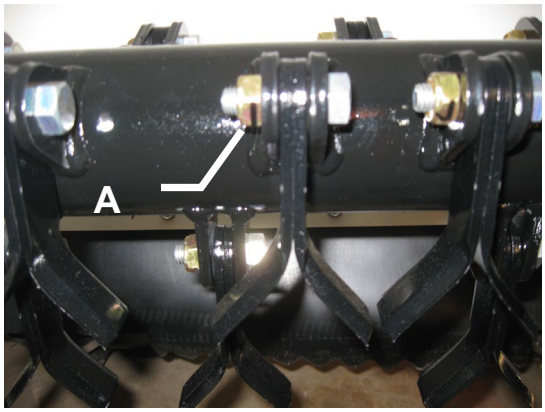

Figure 18
- Echange des lames : Dévissez le boulon (Figure18).